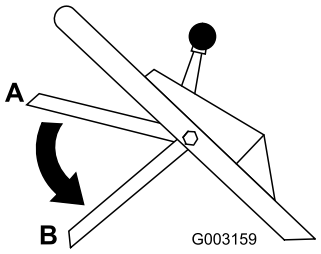

Figure 19
10. Release the blade control bar; refer to position B in Figure 19. You should hear a "bang." The blade should stop in 3 seconds.
2. Move the blade control bar down to its lowest position (Position B in Figure 19).